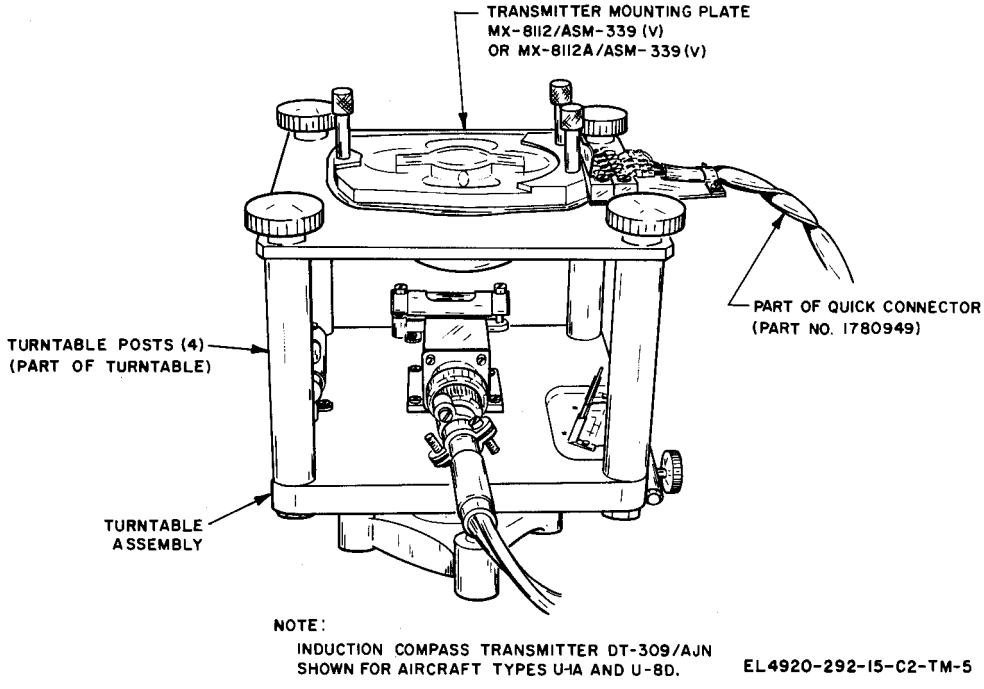

Figure 9-4. Induction Compass Transmitter T-611/ASN or DT-309/AJN mounted on turntable assembly for CH-47, CH-47A, U–1A, U-8D, and U-21 aircraft.
(5) Remove the quick connector (part No. 1780949) from the alignment equipment case.
(6) Connect the quick connector between the T-611/ASN and, the top connector of the turntable assembly.
d. Mount Induction Compass Transmitter T-611/ASN, used in U-1A, U-8D, U-21, CH-47, or CH-47A aircraft; or Induction Compass Transmitter DT-309/AJN, used in U-1A or U-8D aircraft, in accordance with figure 9-4 and the following instructions:
(1) Remove the transmitter mounting plate (part No. 2580974) from turntable assembly.
(2) Remove the MX-8112/ASM-339 (V) from the turntable assembly case.
(3) Mount the MX-8112/ASM-339 (V) on the turntable assembly.
(4) Mount the T-611/ASN or the DT-309/AJN on the turntable assembly.
(6) Connect the quick connector between the T-611/ASN or the DT-309/AJN and the top connector of the turntable assembly. Use the rear portion only of the quick connector for the DT-309-AJN.